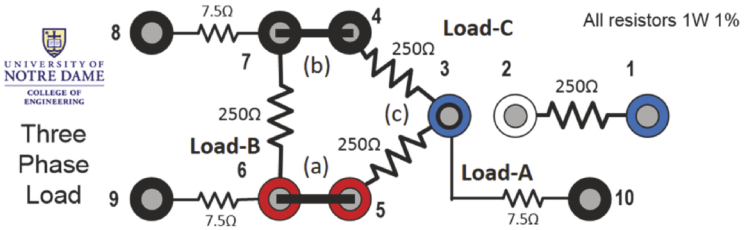
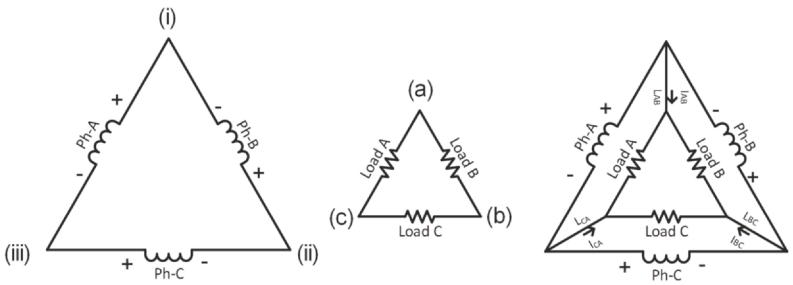

**FIGURE 3.59** (Step 30) Use loads 3–4, 3–5 and 6–7 for the delta-delta circuit. Put jumpers as shown. ⏎
**FIGURE 3.58** (Step 32) Repeated.
Looking at Fig. 3.58, imagine that each of the phase voltages on the left delta source circuit is the secondary of a transformer in an auto manufacturing plant that drives a 500 horsepower (373 kW) three-phase motor. Notice that because there is no neutral wire, all the current must return on the three phases. That will be investigated further.
You must be organized; using the same color wires and tie points as everyone else will help you and the TAs spot any problems. Go slowly and carefully. Build the circuit of Fig. 3.58 using the delta group of load resistors (labeled 3 to 7, Fig. 3.59) according to the following instructions:
**FIGURE 3.58** (Step 30) Delta-delta circuit. Top: conventional topology. Bottom: alternative topology showing better the relationship between each phase and the loads. Notice that there is no neutral wire, and all current returns to the sources through the loads. Also notice that each phase voltage is in parallel with the sum of the other two phases.
First, build just the outer triangle connecting the outputs of the transformers as shown in Fig. 3.58 (bottom left). Use a red wire from X6 of Ph-A to X10 of Ph-B. Using black and then blue wires repeat two more times to make the series connection of T1, T2 and T3 as shown in the figure.
Next, build just the inner triangle by itself using the load resistors configured in the delta shape on the load box. Refer to Figs. 3.58 (middle) and 3.59. To do this, just use two short, black jumper wires to connect the three loads into a delta, as shown. (Ignore the 7.5 W resistors. Those are for measuring currents on $L_{AB}$, $L_{BC}$ and $L_{CA}$ without using a current probe, which we have.)
Finally, complete the circuit of Fig. 3.58 (bottom right) by inserting lines $L_{AB}$, $L_{BC}$ and $L_{CA}$ connecting the two triangles together as follows (refer to Fig. 3.59):
A note about grounds: The phase voltages, Ph-A, Ph-B and Ph-C, shown in Fig. 3.58 are the secondaries of the transformers T1, T2 and T3, respectively. Also, the loads and their phase voltages are in parallel, so their voltages are the same. For example, Ph-A is in parallel with Load-A, so they are the same voltage at each instant in time.
Careful inspection of Fig. 3.58, bottom right, will tell you that each load resistor is in parallel with a phase voltage, so the load voltages should be the same as the phase voltages. If necessary, readjust the outputs of the 3PG to provide equal amplitudes at the loads.
**32. Measuring the line currents.** You will use the current probe to measure the line currents $i_{AB}$, $i_{BC}$ and $i_{CA}$ in Fig. 3.58 right (repeated here) and their relative phases. Disconnect the probes on CH2 and CH3 as you no longer need them.